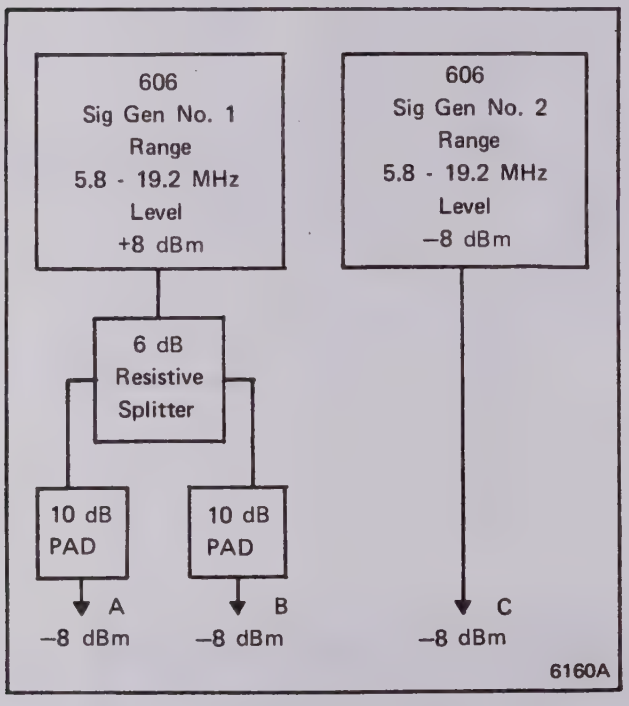

Figure 4-10. EQUIPMENT CONNECTION FOR 10 MHz D. U. MAIN PD TEST
f. Make the test equipment connections shown in Figure 4-10.